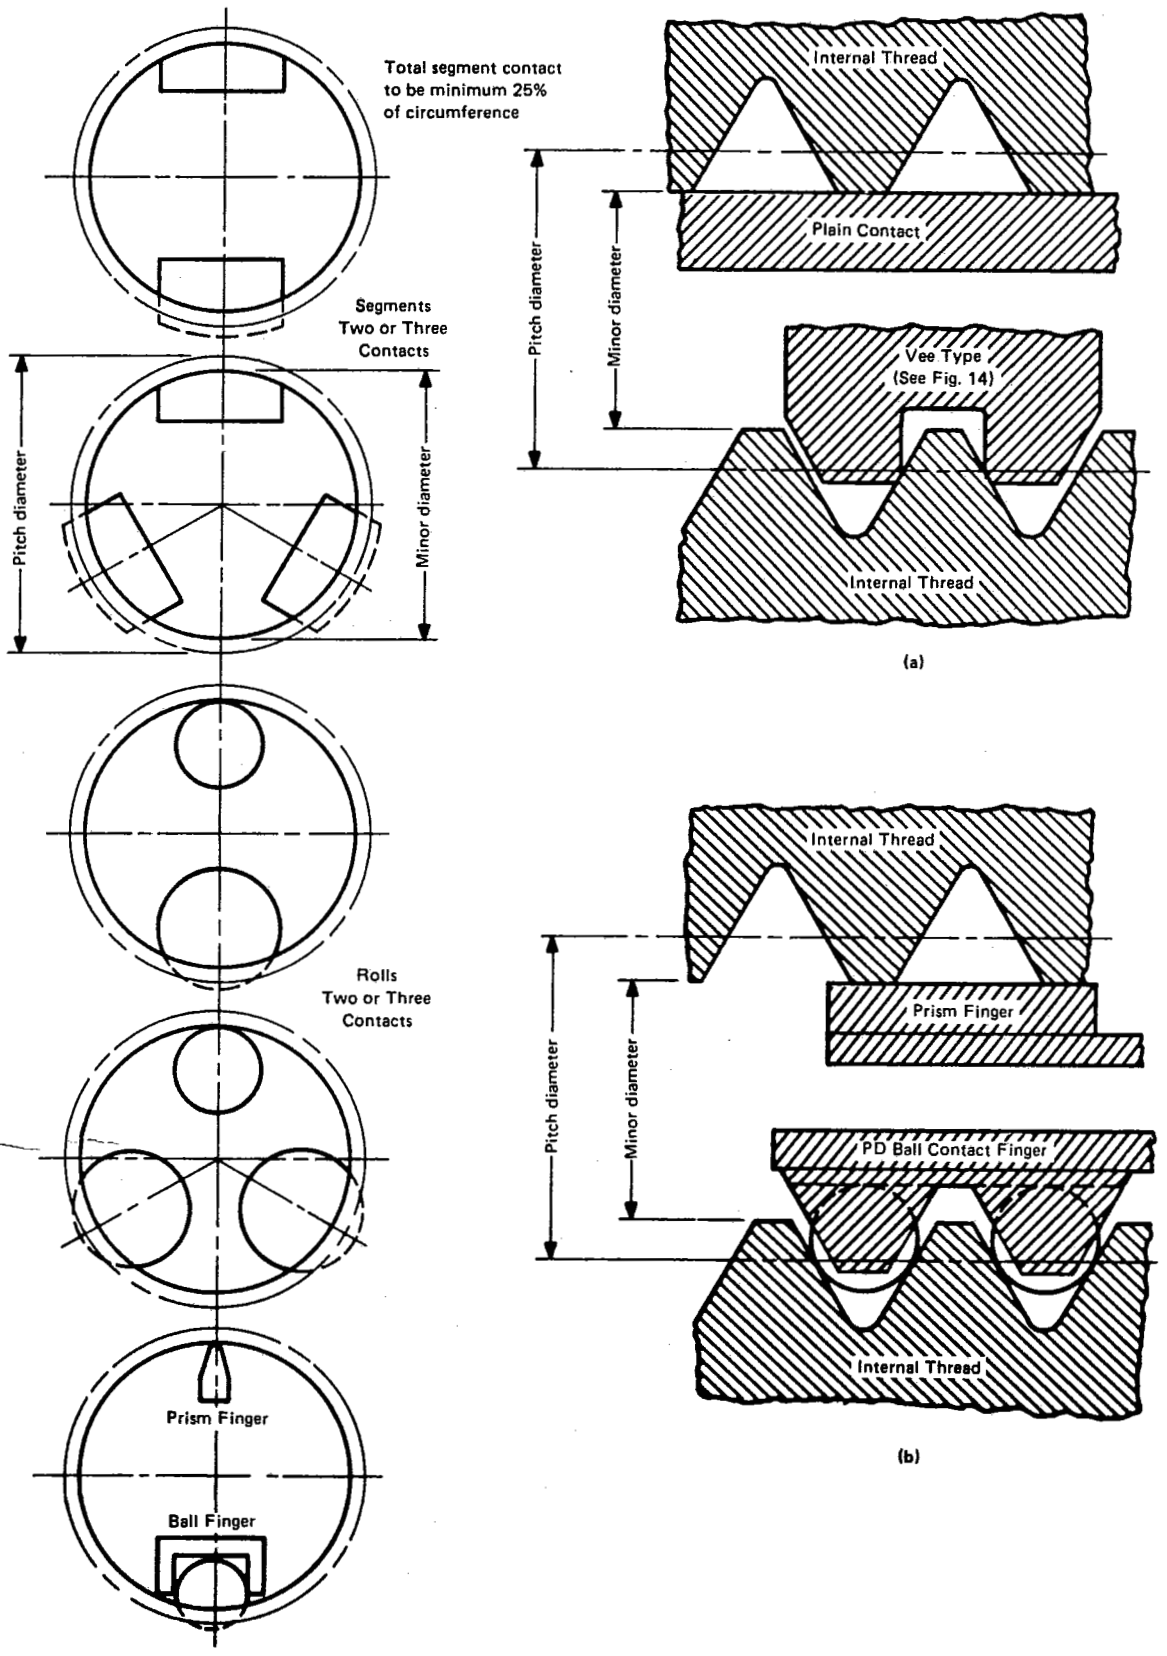

FIG. 16 INDICATING THREAD GAGES — DIAMETER RUNOUT — MINOR TO PITCH DIAMETER (Ref. Table 2 — Column M)
4.13.2 Basic Design. Indicating gages have three contacts, one plain and two threaded, at 120 deg.; or two contacts, one plain and one threaded, at 180 deg. [see Fig. 16, sketch (a)]. The range of segments is 6 mm and larger. The range of rolls is 44 mm and larger.
The ball-type indicating gage has two balls on one contact engaging two threads, and one contact has a plain prism-shaped finger 180 deg. apart from the ball contact [see Fig. 16, sketch (b)]. Range is 15 mm and larger.